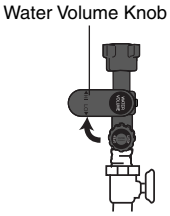

Figure 2
Step 4 : Turn the Water Volume Knob to maximum volume position (refer Figure 2).
Step 5 : Gradually “On” the Main Water Valve and adjust the splashing height (H) of the shower.
- Do not install the Unit away from wall surface as shown in Figure 2.